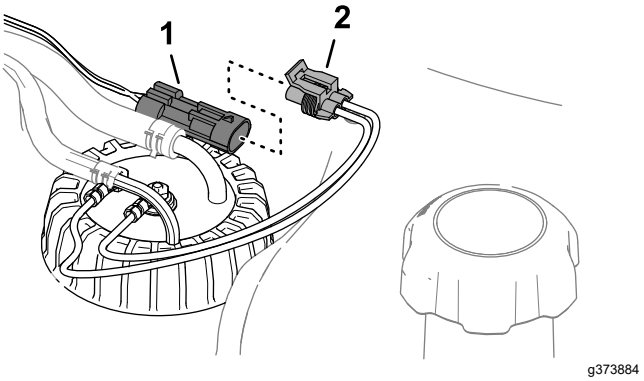

Figura 125
6. Conectai conectorul fasciculului de cabluri al transmiătorului pentru combustibil la conectorul fasciculului de cabluri al mainii (Figura 125).